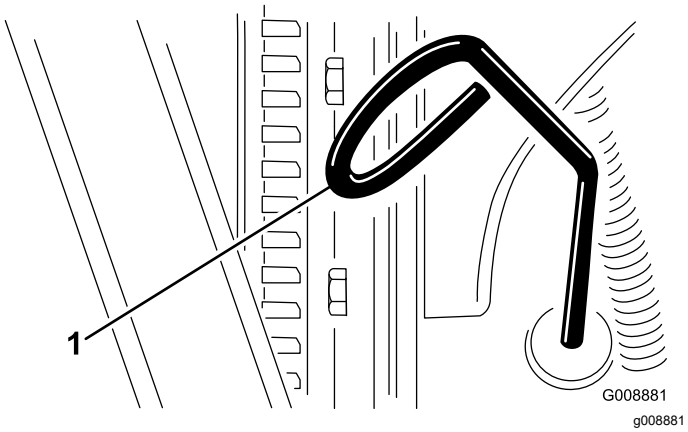

Рисунок 59
3. Извлеките масломерный щуп, тщательно протрите и снова вставьте его (Рисунок 59).